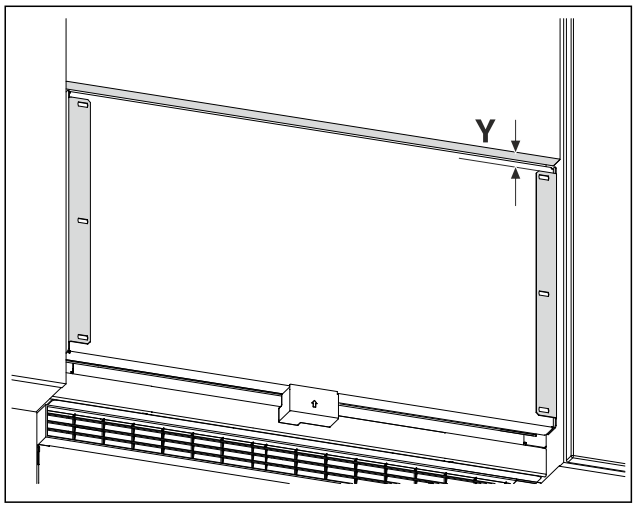

Fig. 24 Example illustration
▶ Measure the distance *Fig. 24 (Y)* from the lower edge of the unit door to the retaining bracket.